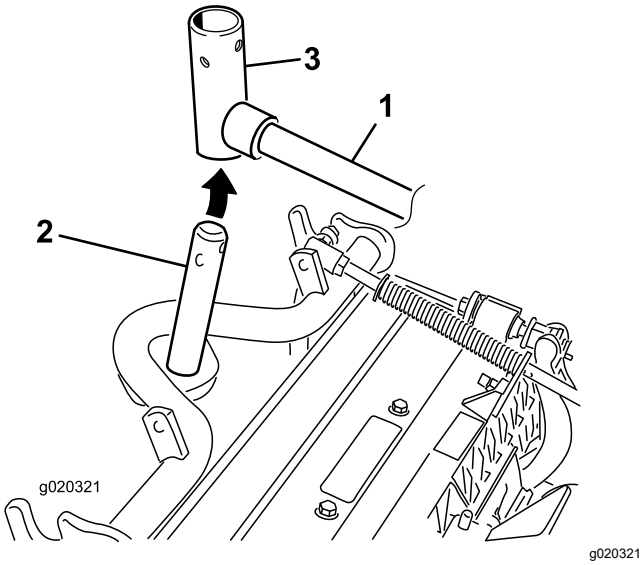

Figur 10
10. Hvad angår de forreste klippeenheder, skubbes en klippeenhed ind under løftearmen, mens bærerammeakslen sættes op i løftearmens drejegaffel (Figur 10).
B. Sæt løftearmsgaflen på bærerammens aksel (Figur 10).